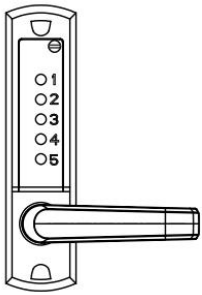

FIG7C
3. Ustaw klamkę w żądanym kierunku otwierania drzwi (otwieranie w lewo/prawo) (rysunek 7C), a następnie dokręć śrubę